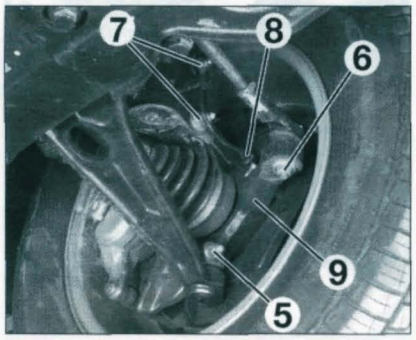

FIGURE 6-8
- Déposer le boulon de bridage (5) **(figure 6-8)**.
- Déposer l'écrou de la rotule (6).
- Déposer les fixations (7).
- Déposer le capteur ABS (8).